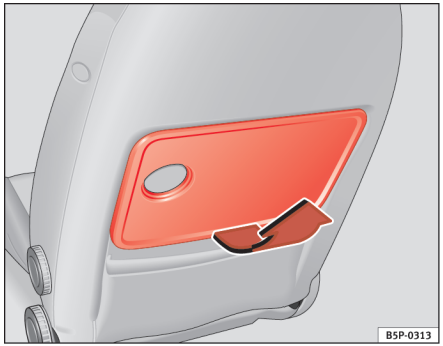

Fig. 97 Klapbord på venstre forsæde
– For at kunne bruge bordet skal du klappe det op i pilens retning ⇒ fig. 97.